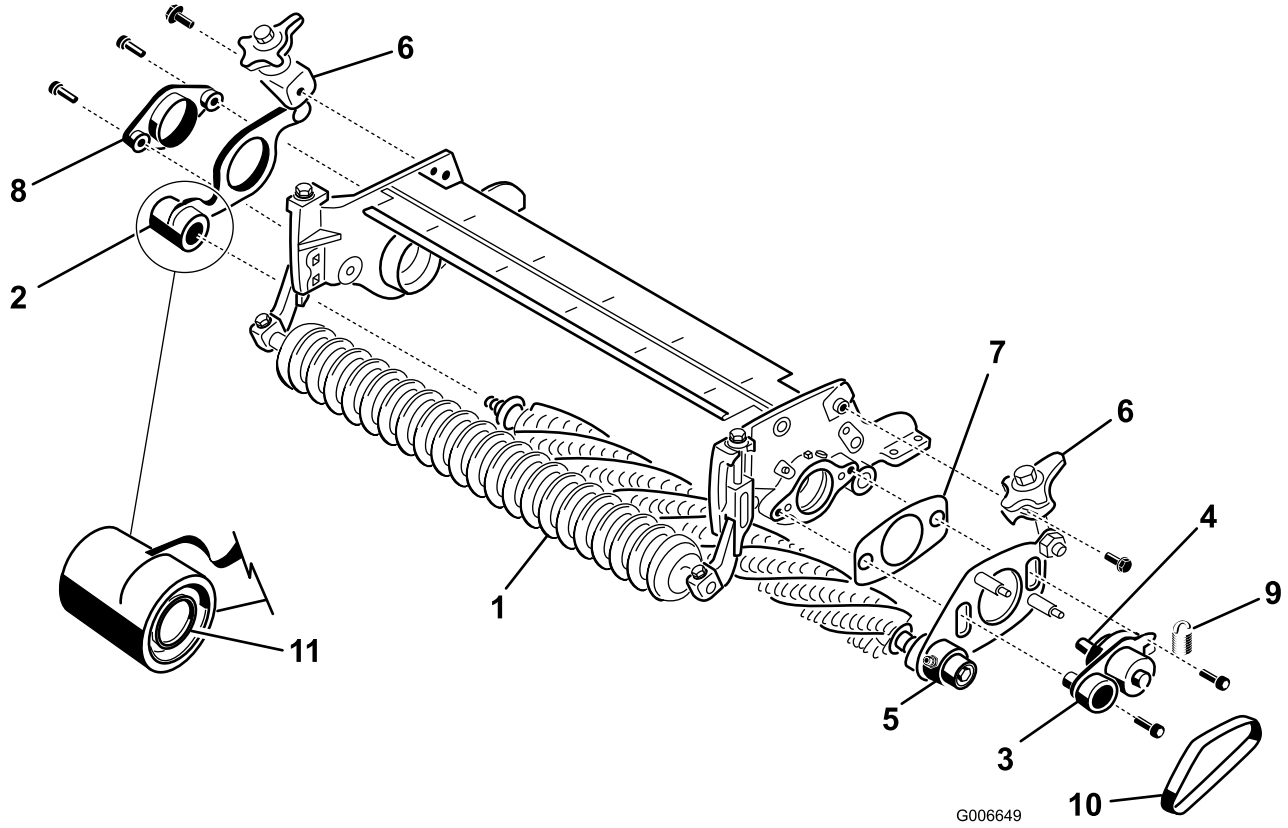

Figura 24
21. Dal lato **opposto al comando** del gruppo grooming, togliete la piastra grooming dal gruppo albero grooming (Figura 24).
23. Dal lato comando dell'apparato di taglio, montate il mozzo del perno, la piastra grooming lato comando e lo spessore sulla piastra laterale dell'apparato di taglio utilizzando due viti a esagono incassato da 3/8 x 1 poll. (Figura 24). Prima del montaggio, spalmate del Loctite blu sui filetti.
24. Sull'albero grooming montate la piastra grooming lato opposto comando (Figura 24). Attenzione a non lasciare cadere la molla di tenuta.
25. Con due viti da 3/8 x 1 poll., fissate il mozzo del perno dal lato opposto comando sulla piastra laterale dell'apparato di taglio (Figura 24). Prima del montaggio, spalmate del Loctite blu sui filetti.
27. Montate i gruppi leva rapida sulle piastre laterali, utilizzando bulloni a testa flangiata da 3/8 x 3/4 poll. (Figura 24).
28. Montate la cinghia grooming sulle pulegge (Figura 24). Su ciascuna puleggia, verificate che le nervature della cinghia siano inserite correttamente nelle gole della puleggia.